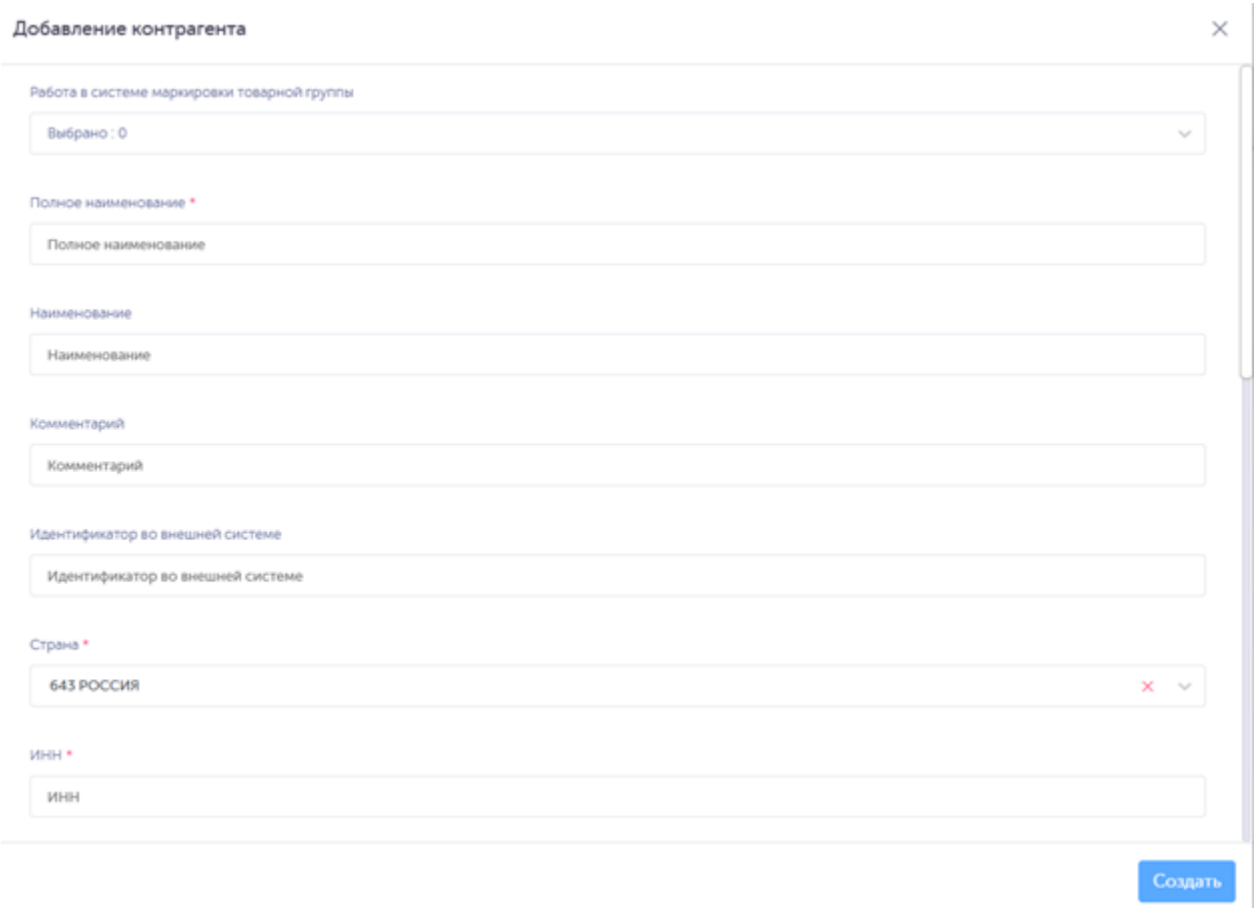

Рисунок 2-113
2) в открывшейся форме «Добавление контрагента» заполнить соответствующие поля (Рисунок 2-113);